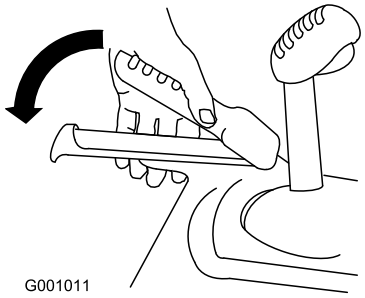

Bild 35
2. Kuppeln Sie den Fahrantriebshebel ein und halten ihn fest (Bild 35).